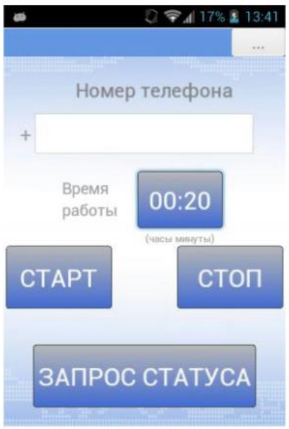

Bild 6.8 – Display der Applikation*
* Die äußere Ansicht der Applikation kann sich von der Gestalt unterscheiden, die auf Bild 6.8 aufgeführt ist.